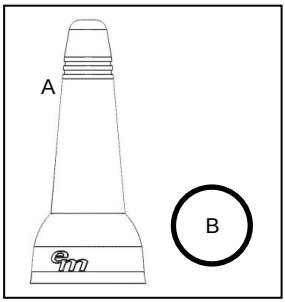

Fig. 1
1. Parts: Verify all parts are included with the antenna as shown in Fig. 1.